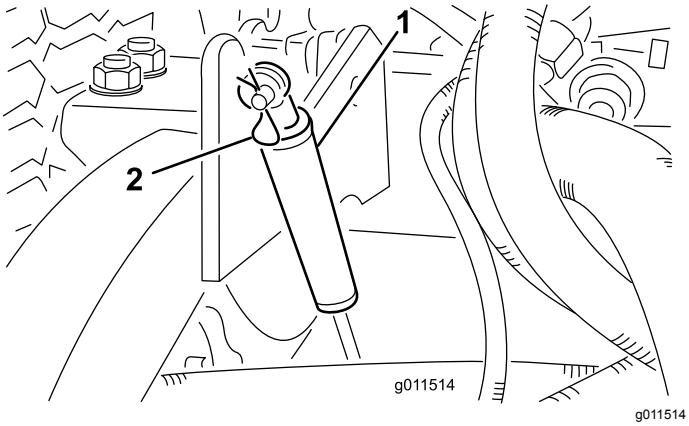

Figur 103
2. Ta bort den hårnålssprint som håller fast motvikterna på lyftarmarna (Figur 103). Luta motvikten mot däckhuset.